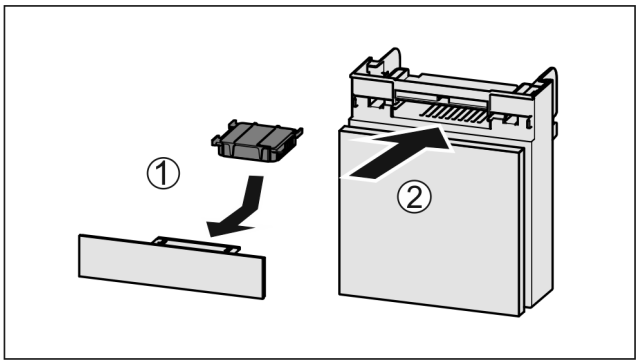

Fig. 206
- ▶ Insérer le filtre à charbon actif d'après le schéma *Fig. 206 (1)*.
- ▶ Insérer le compartiment *Fig. 206 (2)*.